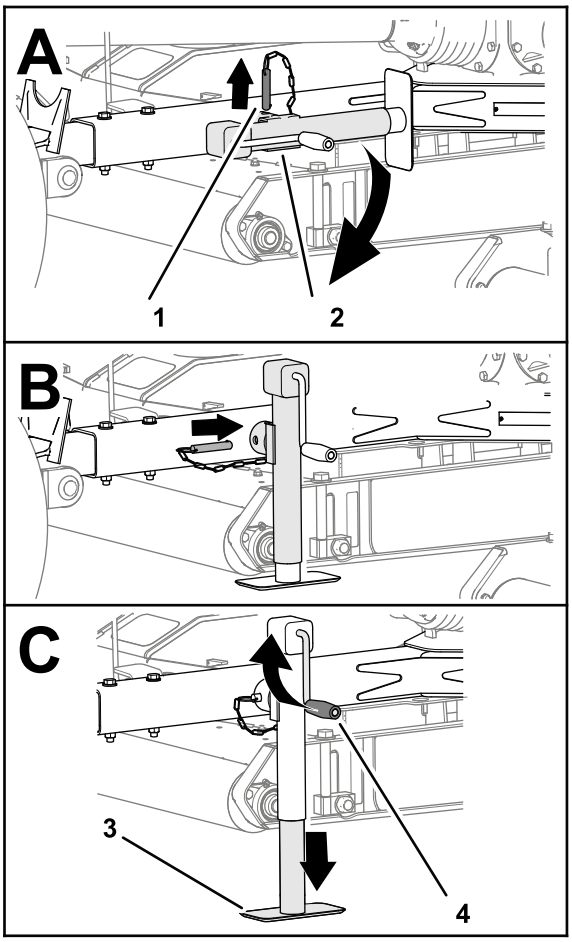

Figur 23
3. Avlägsna sprinten och vrid bogseringsstångens domkraft till vertikalt läge (Figur 23).
4. Rikta in hålet i bogseringsstången med hålet i domkraften (Figur 23).
5. Skjut in sprinten genom hålen i bogseringsstången och domkraften (Figur 23).
2. Vrid på domkraftshandtaget för att höja upp domkraftsplattan så högt det går. Se Figur 23 i Använda bogseringsstångens domkraft (sida 16).